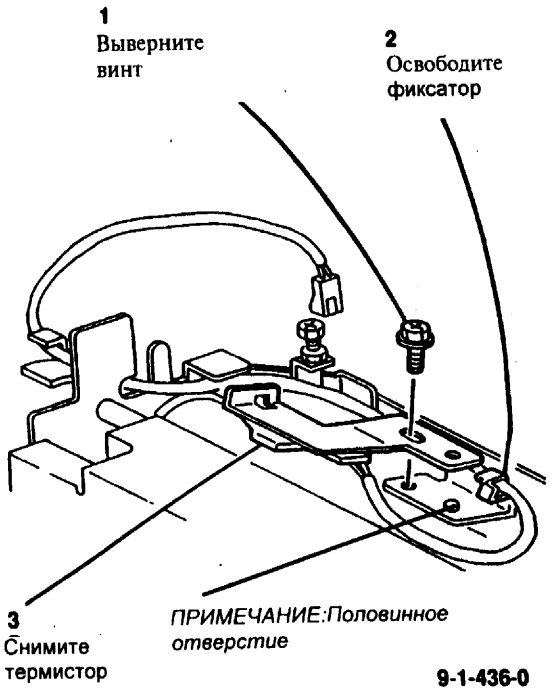

Рис. 2 Снятие термистора
6. (Рис. 2) Снимите термистор.